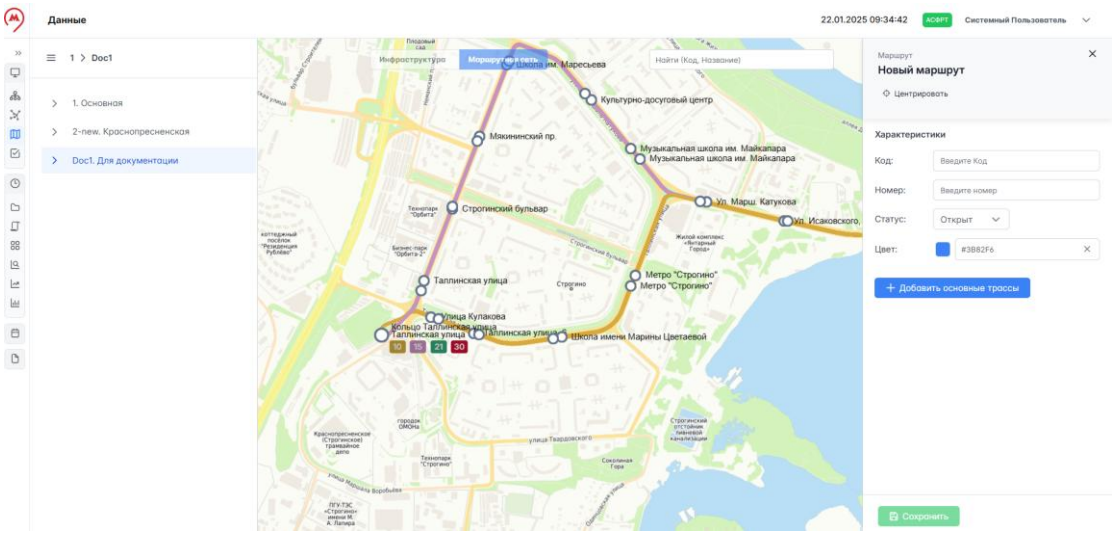

Рисунок 40 – Создание маршрута внутри МС
2. Нажать + на панели управления маршрутов текущей МС, произойдёт переход на страницу "Карта" в режим "Маршрутная сеть" (выделена текущая МС) и справа отроется окно "Новая маршрут" (рисунок 40).